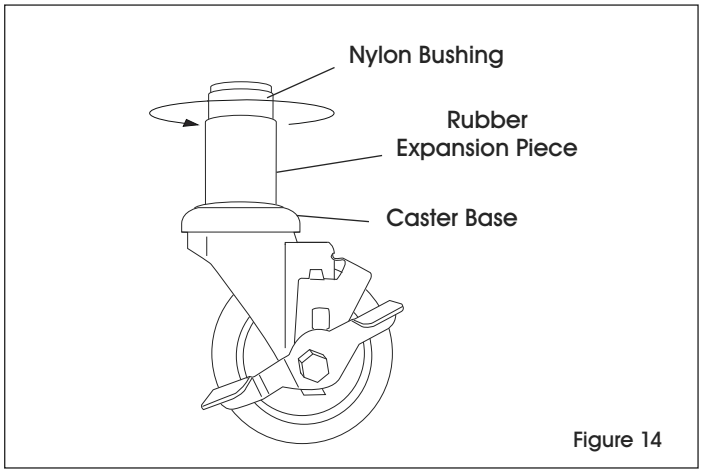

Figure 14
2. Hold caster base and rotate nylon bushing clockwise. This will cause the rubber piece to expand. (See Figure 14)